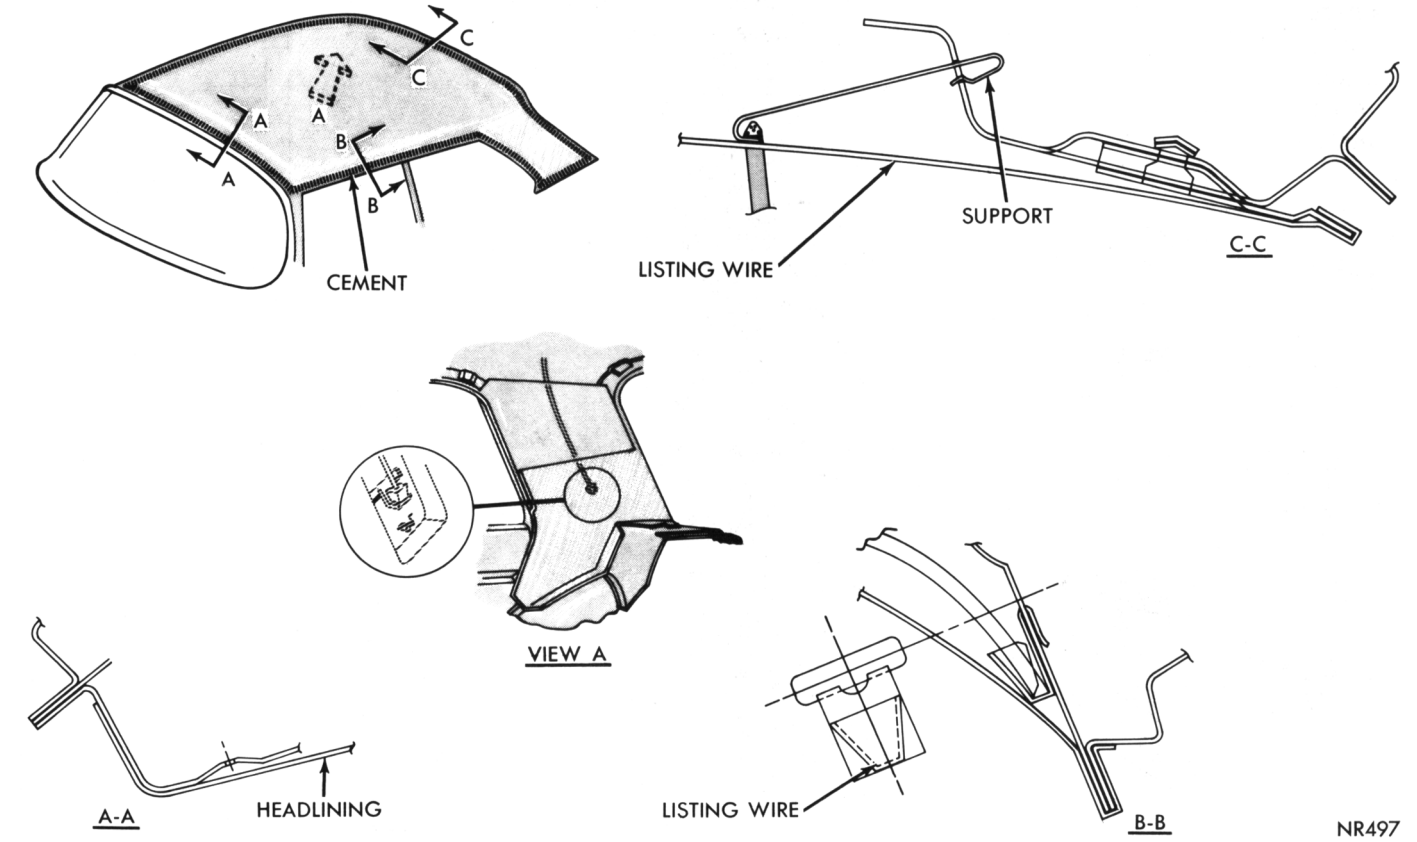

Fig. 9—Headlining Application—Satellite
(5) Hook rear listing wire to wire supports (Fig. 9) and stretch material sufficiently to remove all wrinkles while maintaining front to rear alignment. The same amount of material should hang down at both sides.
(6) Insert remaining listing wires into roof side rail retainers following same cautions as in step 5.
(7) Apply cement to windshield header area and when cement becomes tacky, start at centerline area of windshield and position headlining on cemented area.
(8) Using a dull putty knife, secure liner on barbs at header area, **do not install material at top of windshield posts,** making sure there are no wrinkles and fabric seam is straight.
(9) Locate sun visor mounting bracket screw holes in header and cut holes in headlining slightly larger than attaching screws.
(10) Install sun visors and tuck in corners of headlining at top of windshield posts.
(11) Locate rear visor mirror bracket screw holes, cut holes in fabric slightly larger than screws and install mirror.
(12) When installing headlining at side rail retainers, work only a small section at one time to make certain seams are straight and material is free of wrinkles.
(13) Using a dull putty knife and working alternately from side to side, install headlining on side rail retainers.
(14) Apply cement at rear window opening and to quarter panel area, and after cement becomes tacky, install headlining starting at top center and working outward and down the sides.
(15) Install rear seat cushion and coat hooks.